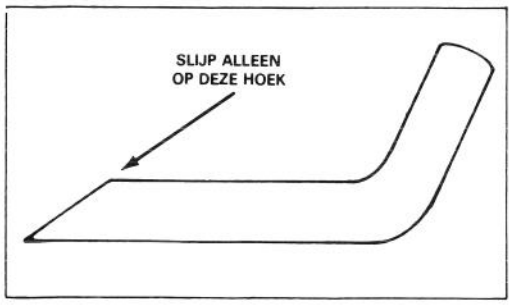

Afbeelding 23
6. SLIJPEN VAN HET MES — Slijp de bovenkant van het mes met een vijl en behoud de oorspronkelijke snijhoek (Afb. 23). Het mes blijft in balans, wanneer van beide snijkanten eenzelfde hoeveelheid wordt weggeslepen.